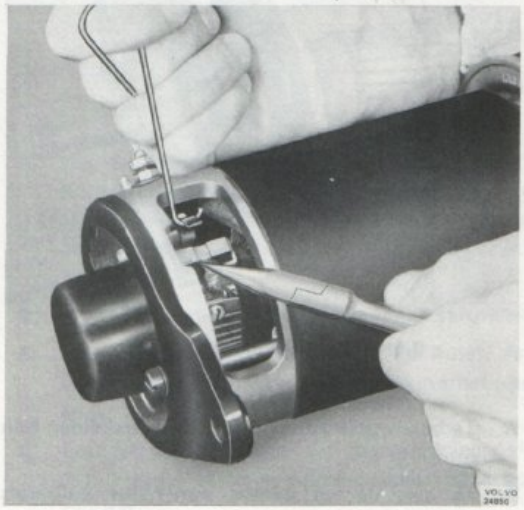

Bild 5. Borttagning av elborste
2. Skruva loss elborstarnas anslutningsledningar. Lyft fjädrarna för elborstarna med en krok och dra upp elborstarna, bild 5.